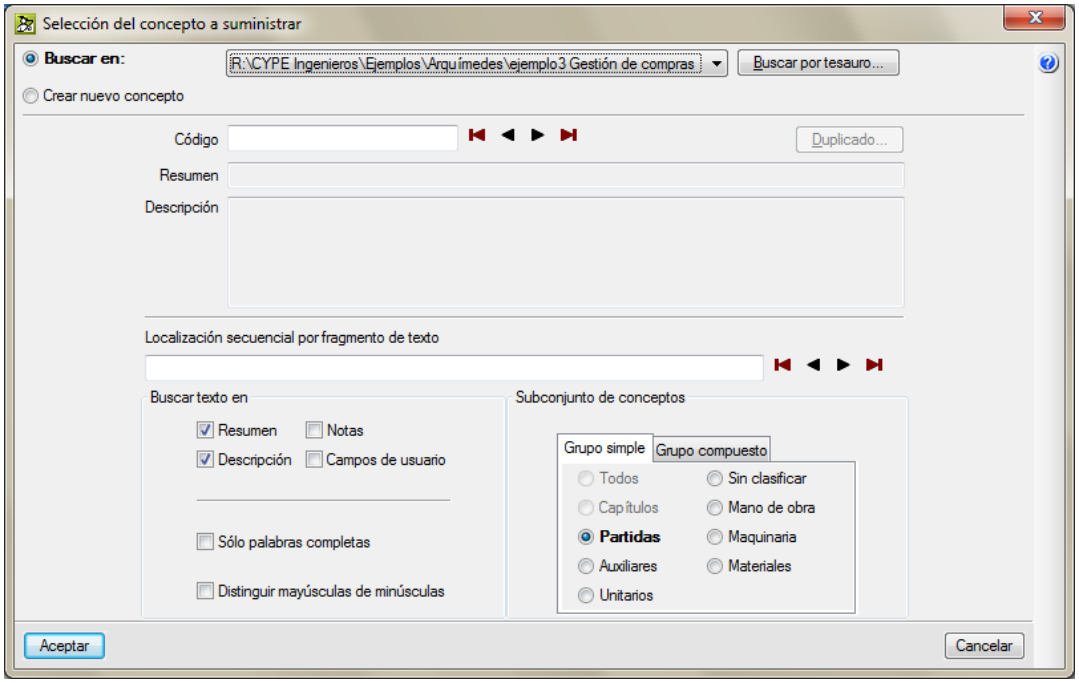

Fig. 3.108
- El botón **Añadir nuevo elemento a la lista** permite añadir un nuevo concepto como suministro desde el diálogo **Selección del concepto a suministrar** (Fig. 3.108).